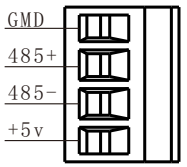

Figure 7
a) The XLR5000 series soft starter is equipped with a terminal block on its left side. For detailed wiring, refer to Figure 7.